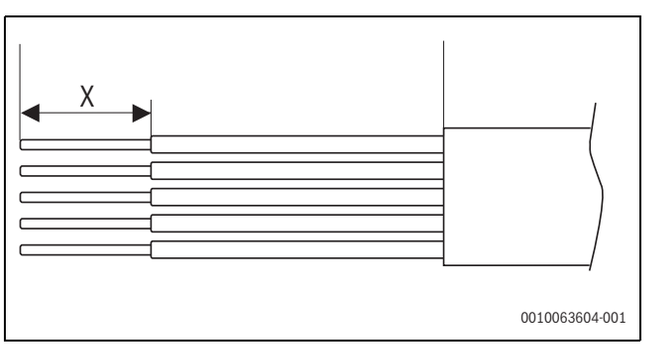

*Bild 43 Abisolierlänge*
- Kabel wie in → Abbildung 43 und → Tabelle 6 gezeigt abisolieren